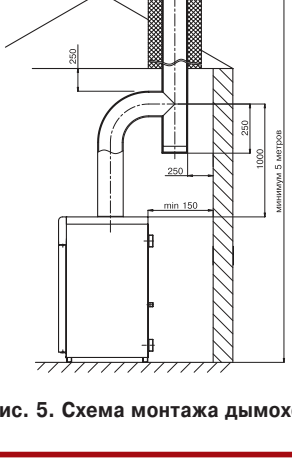

Рис. 5. Схема монтажа дымохода
4.6. Устройство дымохода, к которому подключается котел, должно соответствовать СП42101-2003 «Общие положения по проектированию и строительству газораспределительных систем» (см. рис. 5).